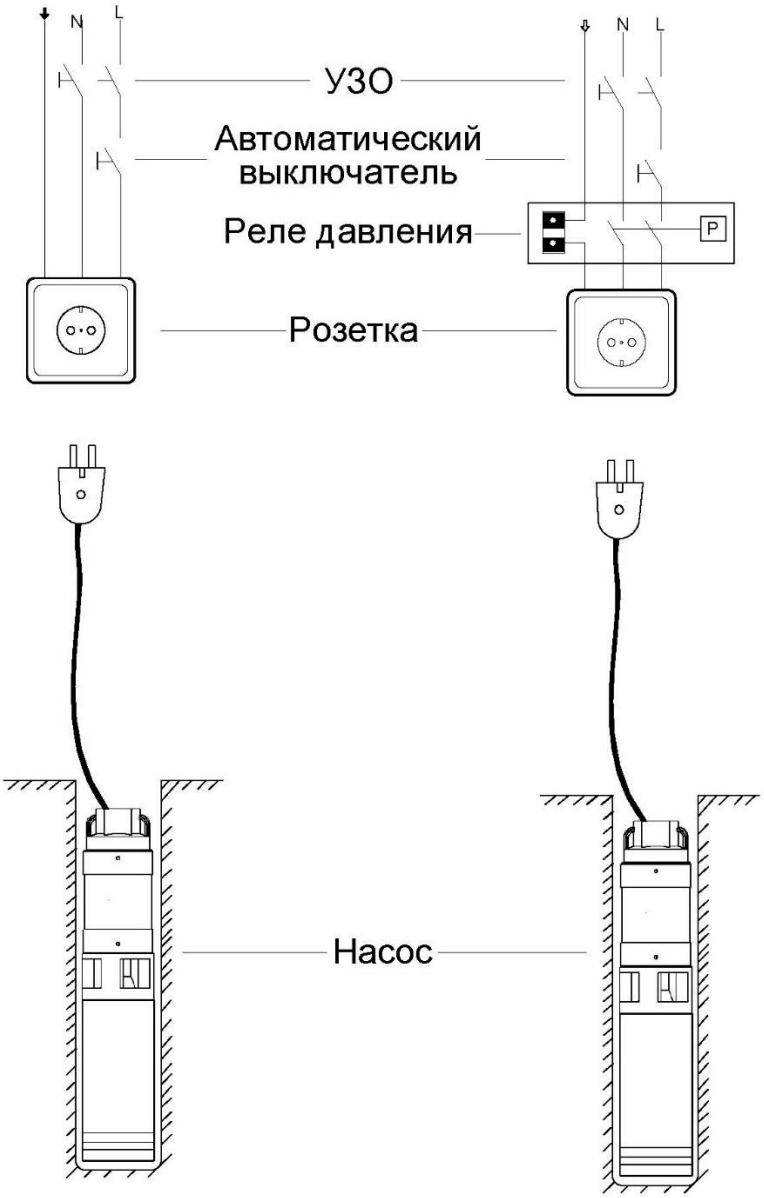

Рис. 2
5.5. Агрегат включается в розетку от распределительного щитка, имеющую заземляющий контакт, с использованием в цепи автоматического выключателя и УЗО, либо дифференциального автомата. При использовании гидроаккумулятора агрегат подключается к реле давления, как показано на рис. 2. Выбор номиналов автоматического выключателя, УЗО или дифференциального автомата осуществляется по таблице 2.